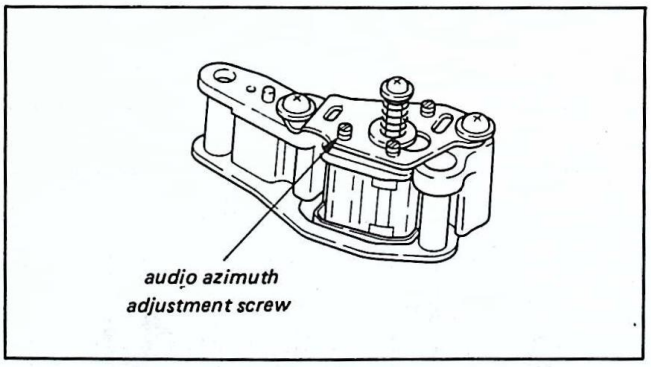

Fig. 4-12
2) Turn the azimuth adjustment screw (Fig. 4-12) so that the amplitude of the 5 kHz waveform is maximum.